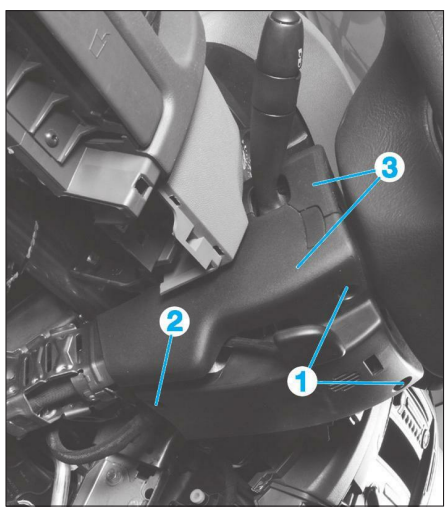

**Fig. 22**
• Déposer les demi-coquilles (3) de colonne de direction assemblées par deux vis (1) et une agrafe (2) **(Fig.22)**.